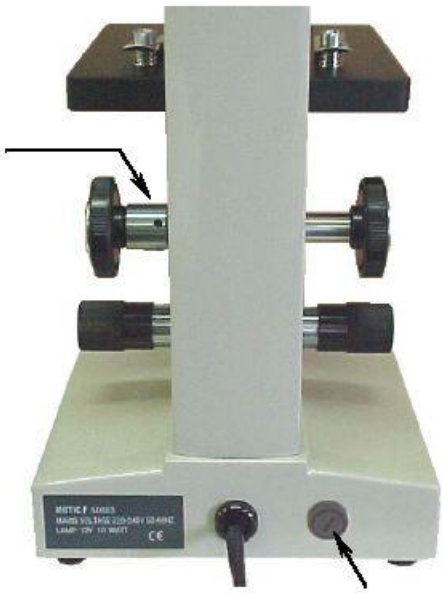

Fig. 2
Le collier de réglage de cette tension (fig.2) est situé entre le bouton de déplacement rapide (14) et la potence (12).